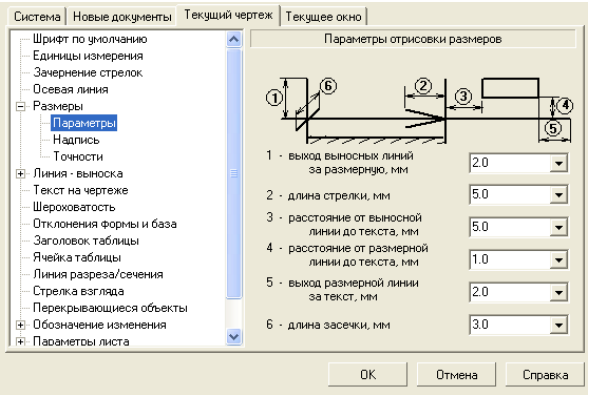

Рисунок 8.8 – Диалоговое окно Параметры с открытой вкладкой Текущий чертеж и панелью Параметры отрисовки размеров
– кликните по пункту *Размеры* левой клавишей мыши, а затем по пункту *Параметры*. В правой части появится панель *Параметры отрисовки размеров*, показанная на рисунок 8.8.